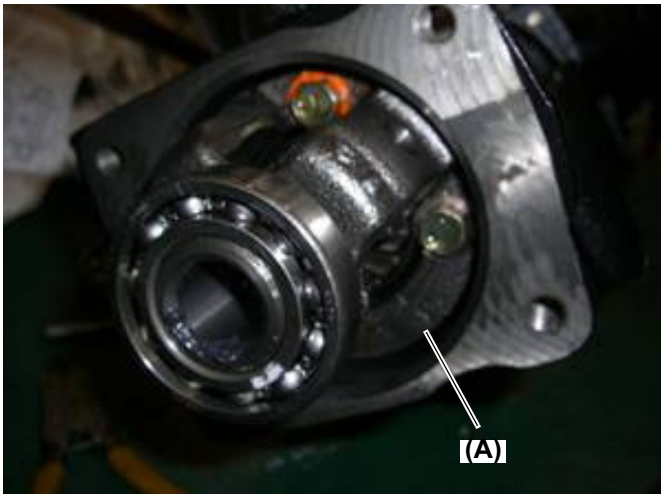

Fig.14
17. Remove the differential gear assembly from the front axle housing (Fig. 14, (A)).